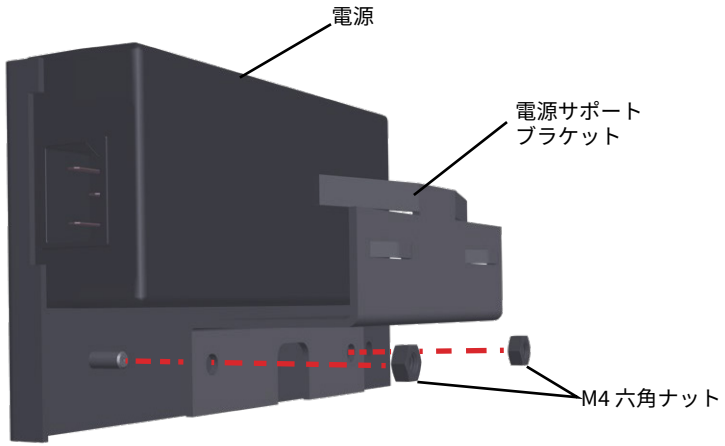

図 7　電源と電源サポートブラケットを長いラックイヤーから取り外す
2. 電源サポートブラケットを長い（R）ラックマウントブラケットから取り外します（図 7）。六角ナットは保管しておいてください。